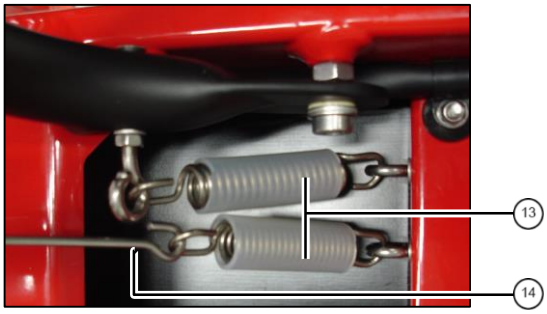

Abb. 5: Federn einhängen
5. Federn ⑬ mit geeignetem Haken ⑭ in Ösenschraube einhängen (Abb. 5)